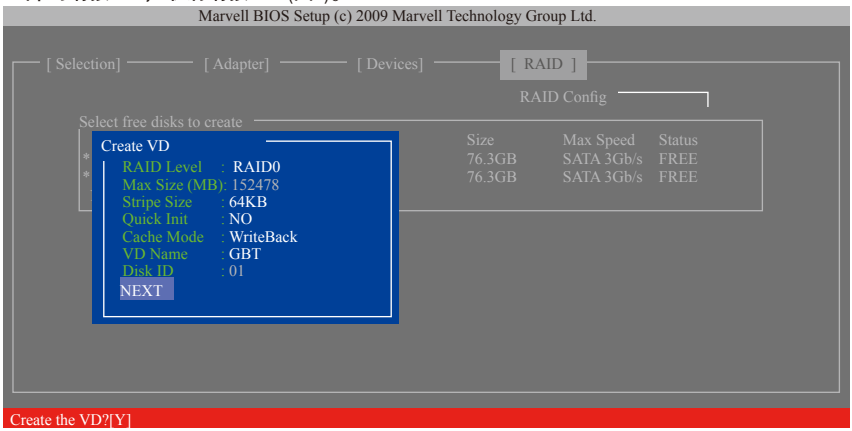

图7
6. NEXT：完成以上设定请至「NEXT」项目按<Enter>键。当确认信息出现时，确定制作磁盘阵列请按<Y>，取消请按<N> (图7)。